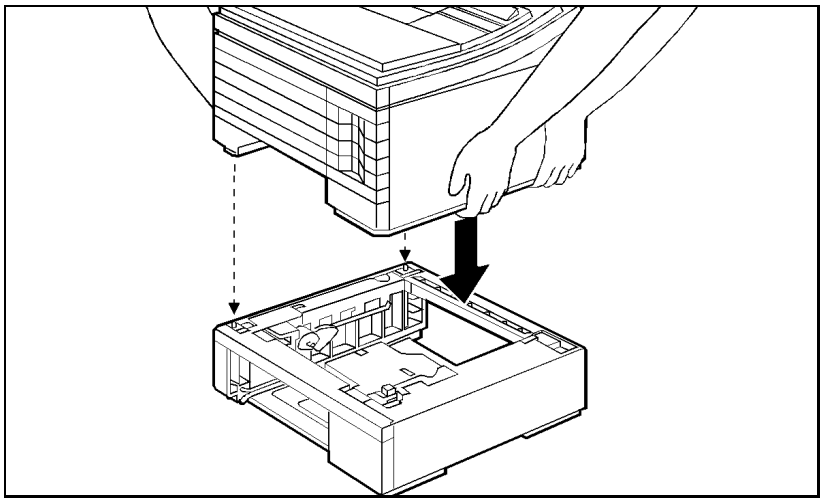

Figure 3-12 Installing the Printer on the Lower Cassette
4. Place the printer on top of the Lower Cassette Assembly, as shown in Figure 3-12.